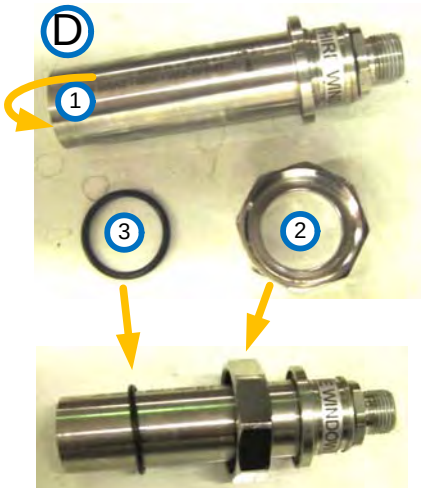

Figure 11-40: Sensor, washer and nut
Step 7. When replacing a sensor, remove the nut **(2)** and the washer **(3)** shown in **Figure 11-40** below.